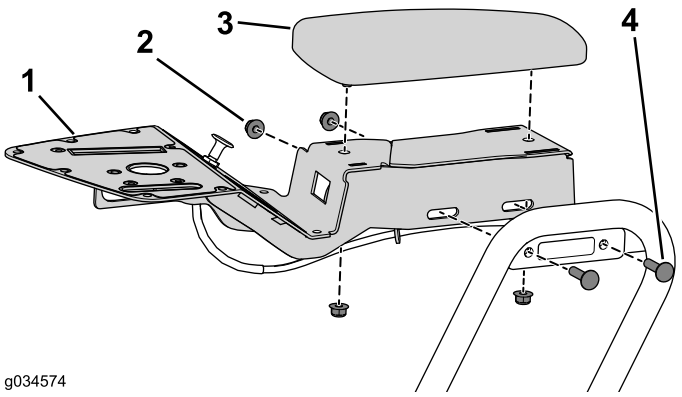

Figur 14
1. Fjern de 2 bræddebolte og flangemøtrikker, der fastgør konsollen til konsollens beslag (Figur 14).
2. Fjern 2 flangemøtrikker, der fastgør armlænet, fra konsollen (Figur 14).